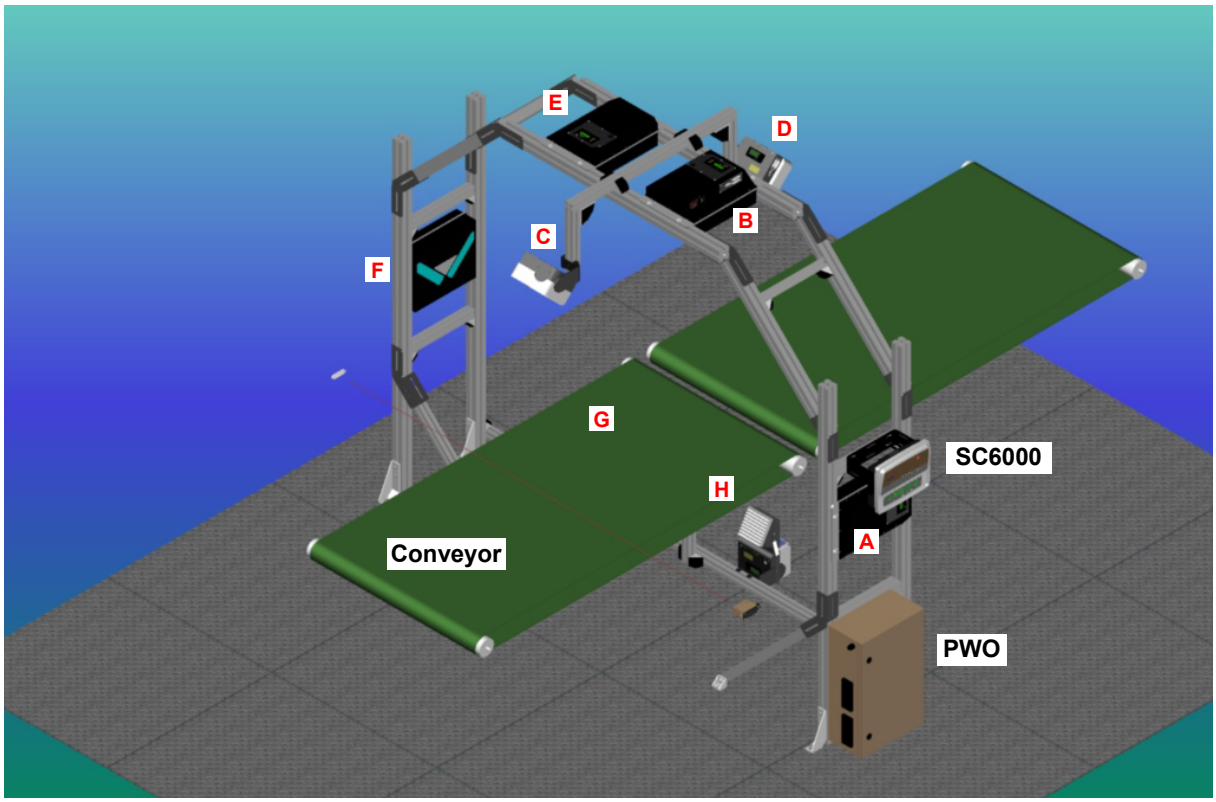

Figure 76 – Example Large Synchronized Network Reading Station
3. For Top Front and Top Back scanners (**C** and **D** in Figure 76), set the parameter Reading Parameters>Reading Condition = Skew 45°.